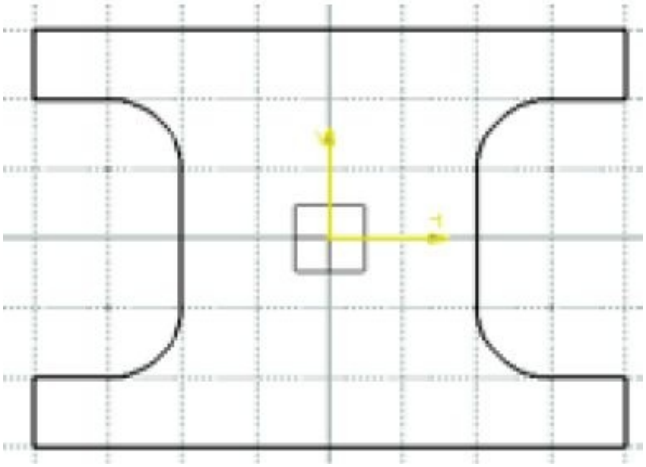

Figure 2-48 *The sketch after drawing the outer loop and hiding the constraints*
23. Move the cursor vertically downward and specify the endpoint of the line when it snaps to the start point of the outer loop. The sketch after drawing the outer loop and hiding the constraints is shown in Figure 2-48.